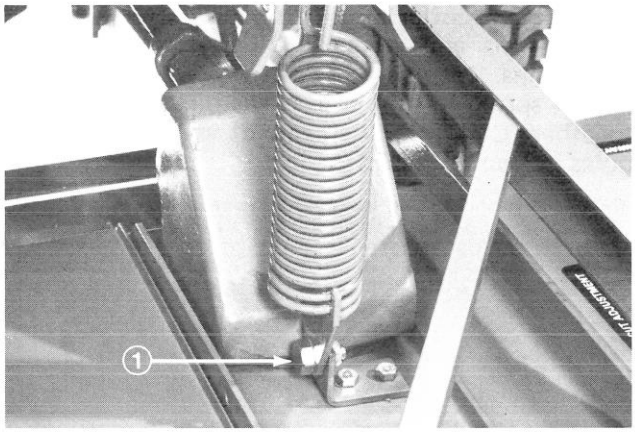

Figure 29
3. Mount spring end to cutting unit gear box base with shoulder bolt and flange nut (Fig. 29). Hook end of the spring should be offset toward rear of cutting unit.